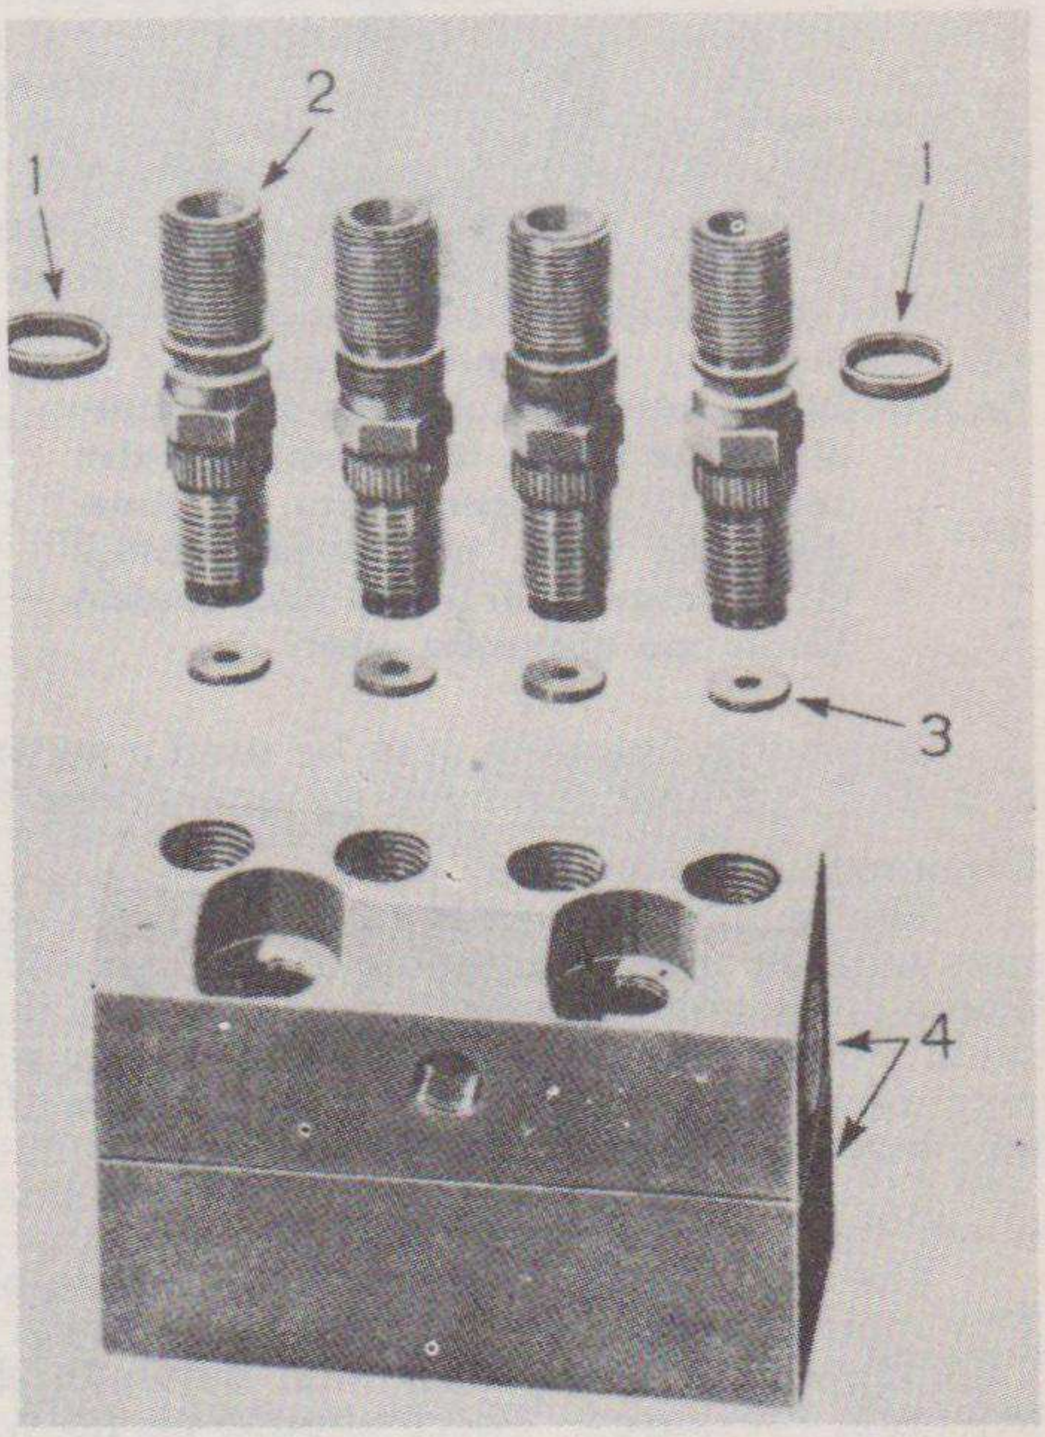

Fig. 59—Discharge fittings removed. (1) Discharge fitting seal. (2) Discharge fitting. (3) Discharge fitting gasket. (4) Distributor blocks.
Figure 59 shows the hex type discharge fittings (2) removed from the distributor unit (4). The flat gaskets (3) fall out when the discharge fittings are removed and the unit inverted. The neoprene seals (1) may be removed from the discharge fittings if they are to be replaced.